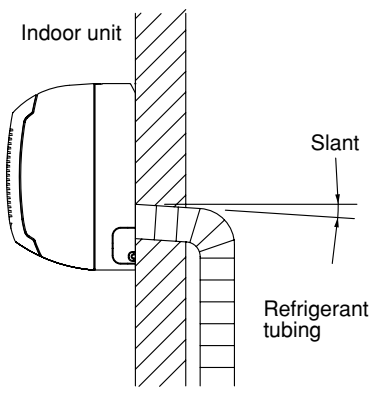

**Fig. 3-32**
a) The drain hose should be slanted downward to the outside. (Fig. 3-32)